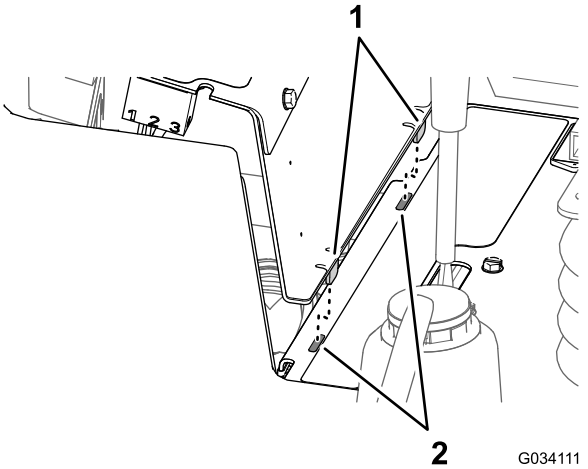

Figur 58
2. Rikta in de två flikarna längst ned på sidopanelen med de två spåren i konsolens ram (Figur 58).